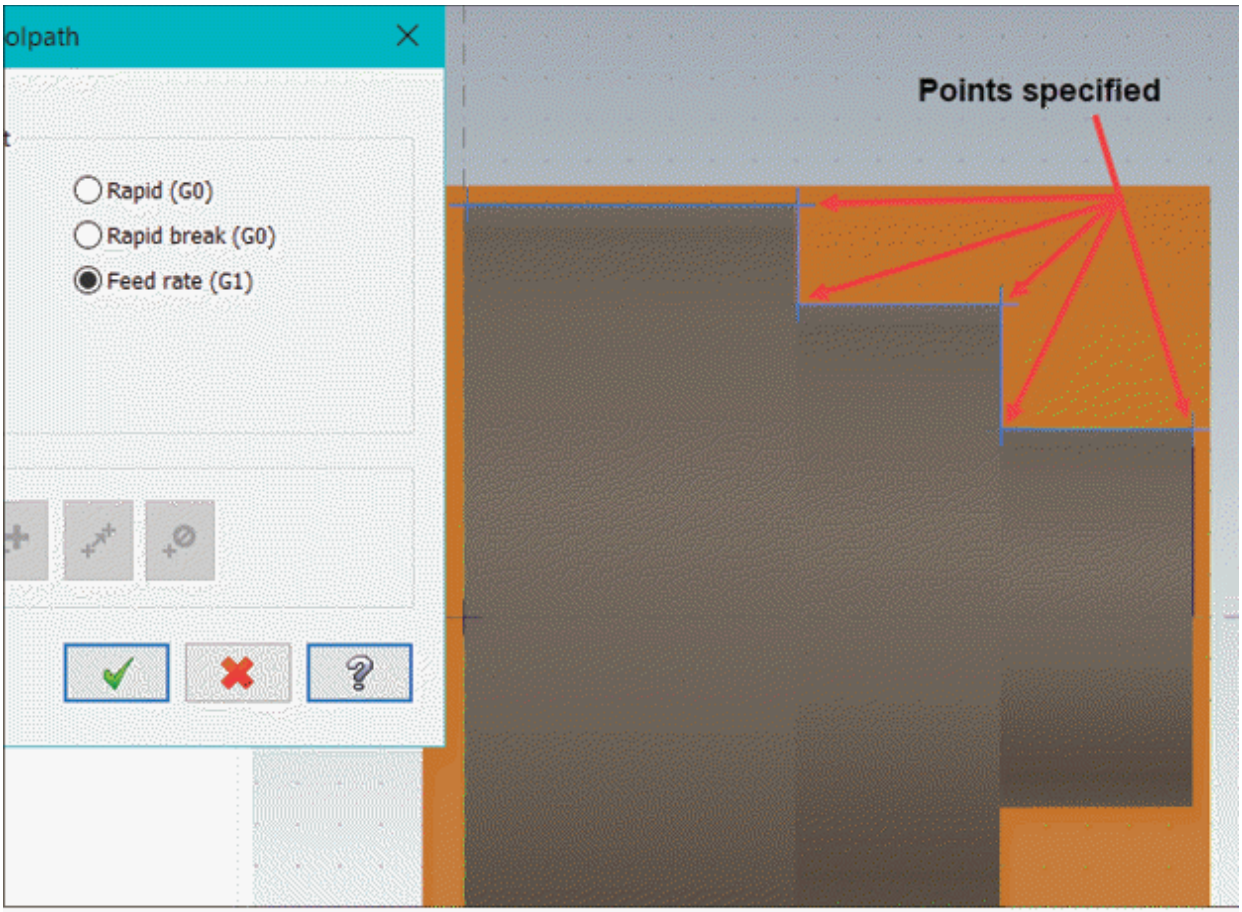

Figure-103. Points specified for toolpath
- After selecting desired radio button, click in the drawing area to specify points; refer to Figure-103. You can specify the points in continuation while selecting different radio buttons from the dialog box.